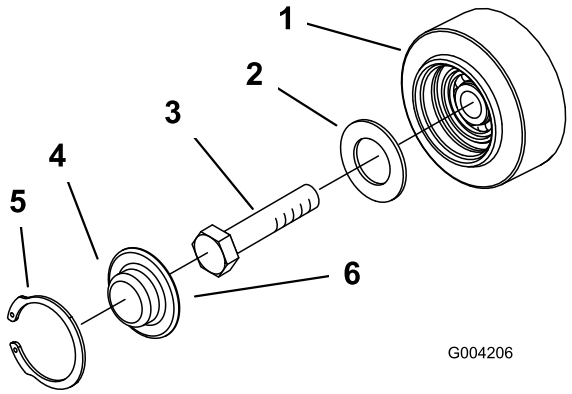

Figur 49
3. Ta bort låsringen och hatten från väghjulet (Figur 49).
4. Kontrollera smörjningen under hatten och runt packningen (Figur 49). Om den är smutsig, sandig eller förbrukad gör du rent så att allt fett försvinner, byter packningen och smörjer igen.
6. Sätt den infettade väghjulshatten över bulthuvudet (Figur 49).
7. Fäst väghjulshatten med låsringen (Figur 49).